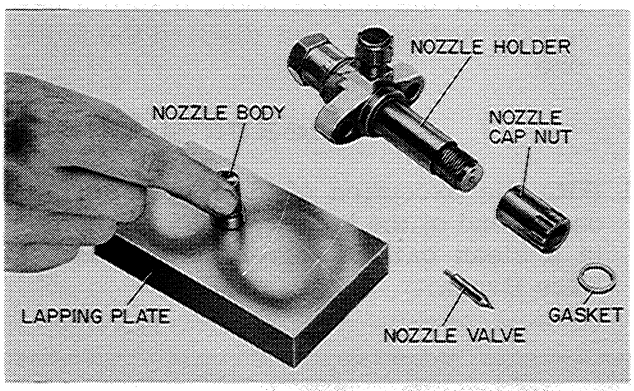

Figure I-36. Cleaning the Nozzle Body on a Lapping Plate
d. Move the nozzle body smoothly and steadily as if you were writing a "Figure 8", as shown in Figure I-36. Use care not to rock the body.